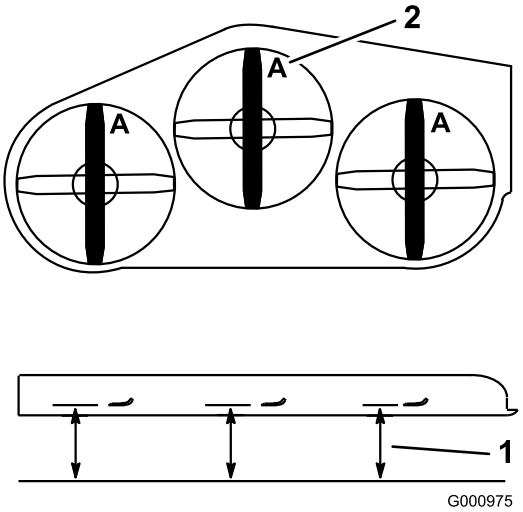

**Figur 79**
3. Roter knivene til endene vender fremover og bakover. Mål fra en jevn overflate til kniveggen, posisjon **A**, på kniven (Figur 79). Merk deg dette målet.